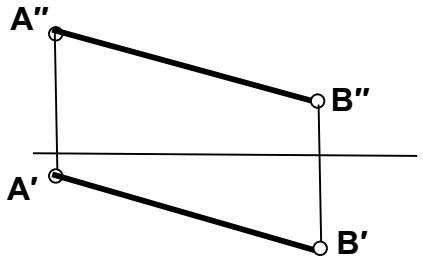

Рис. 6. 1
2. Отрезок CD определяет расстояние от точки С до прямой АВ. Чтобы най ти величину этого отрезка, воспользуемся методом прямоугольного треугольника. Отрезок С° D ″и натуральная искомая есть величина (Рис.6).
′Рис.6